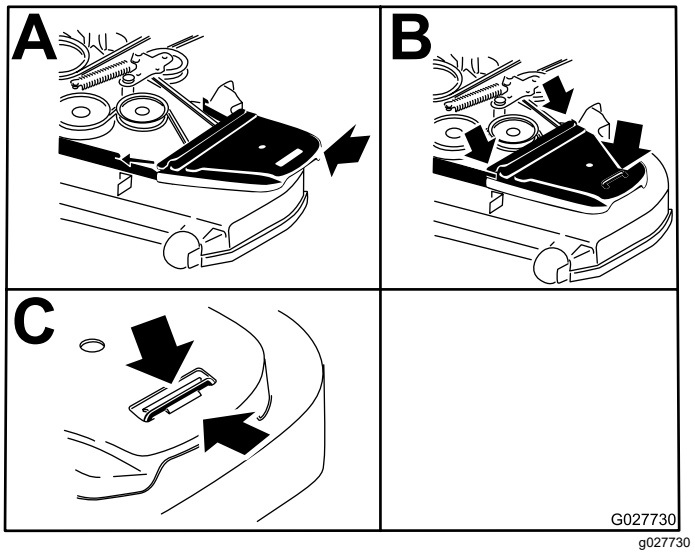

Figuur 61
15. Plaats de aandrijfriemkappen terug (Figuur 61).